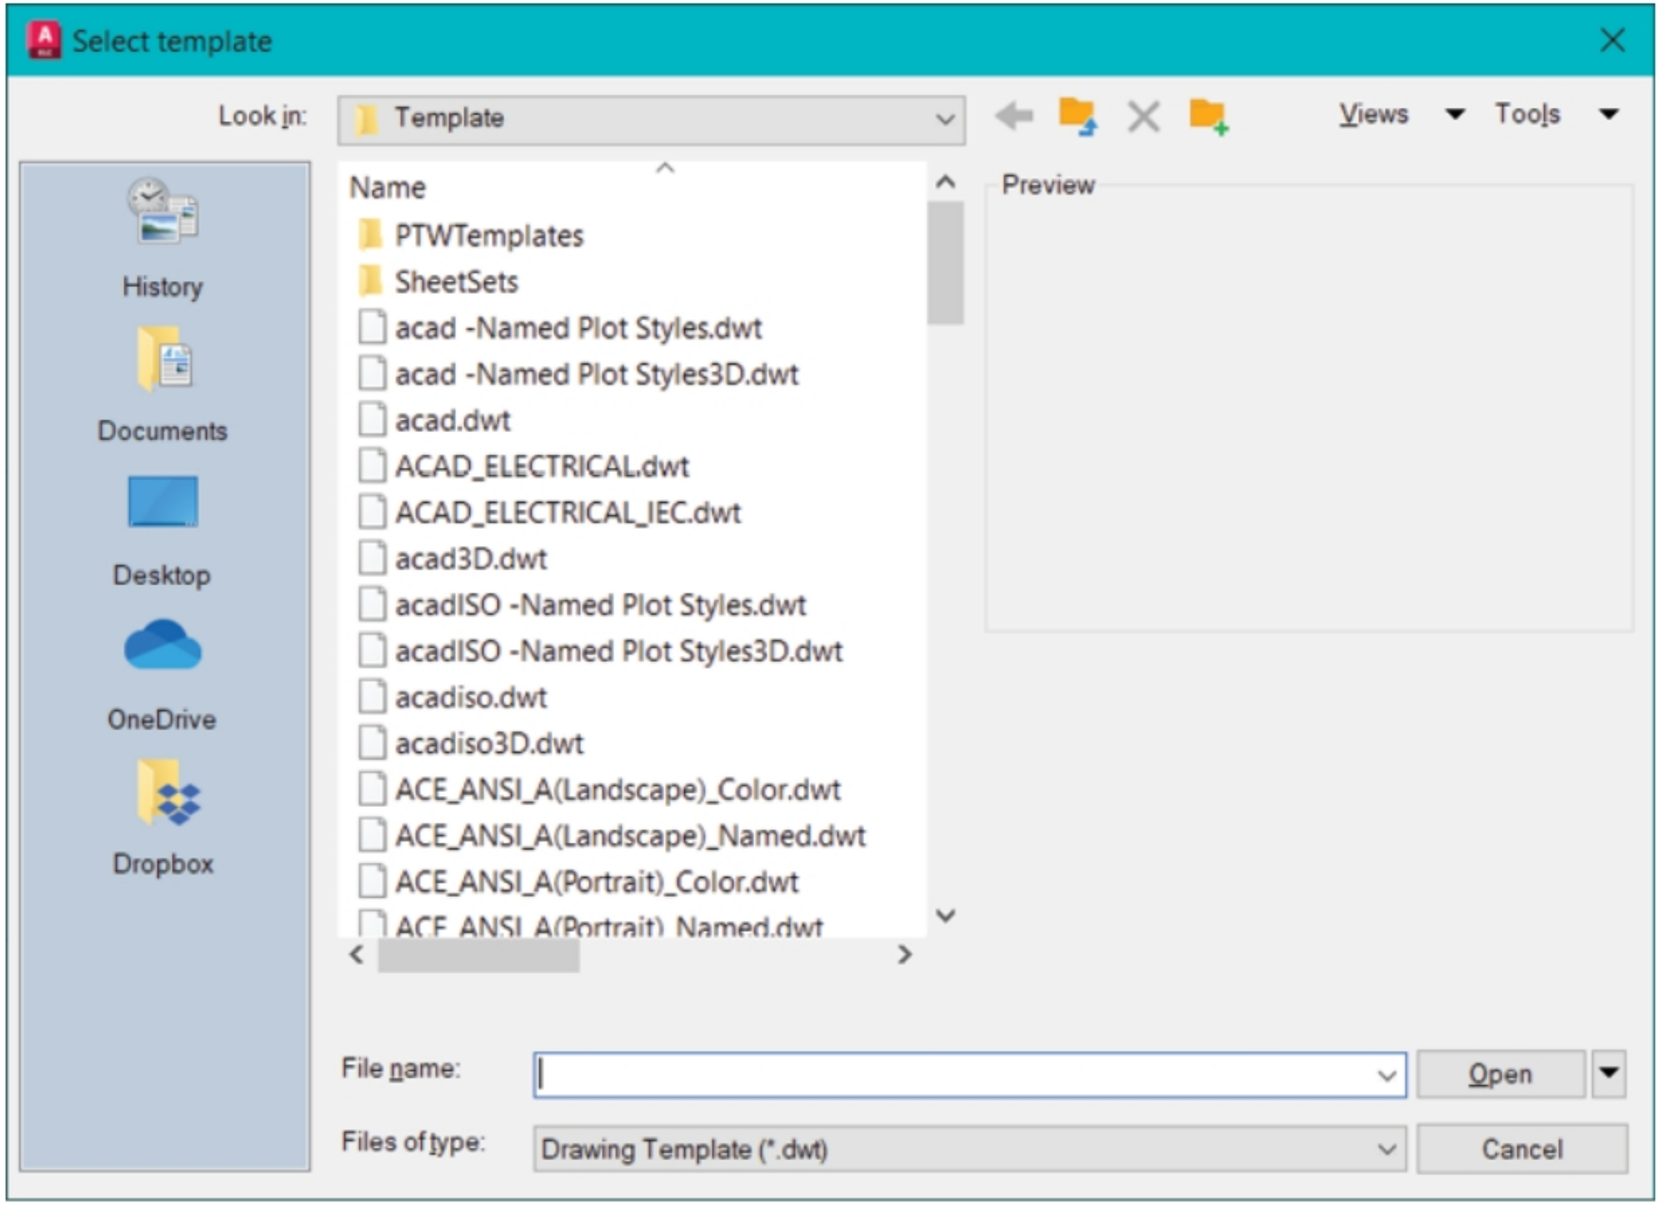

Figure-25. Select template dialog box
- Click on the **Browse** button to select template for current file. The **Select template** dialog box will be displayed; refer to Figure-25.